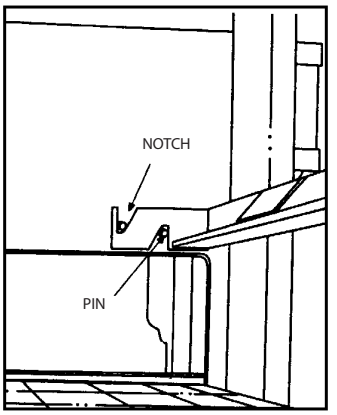

Figure 2
2. Rotate the finger brackets until the notches in the brackets sit on the retaining pins. (**See Figure 2.**)